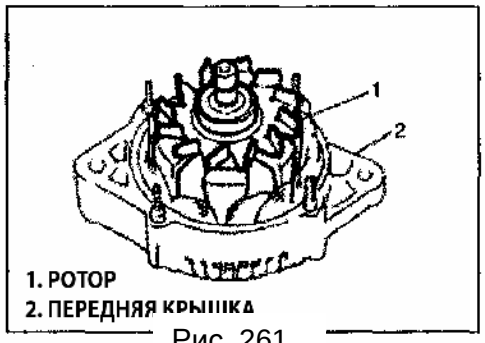

Рис. 261
6) Установите на переднюю крышку шкив ремня и ротор (Рис. 261).